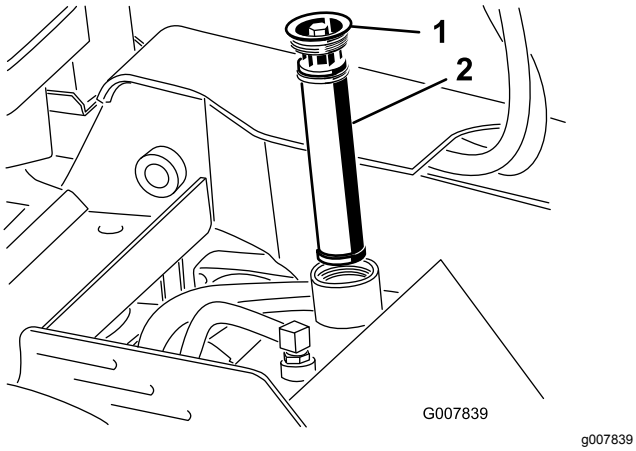

**Figuur 58**
5. Verwijder het oude filter en gooi het weg (Figuur 58).
6. Monteer het vervangfilter en de vuldop (Figuur 58) en draai de bout bovenaan vast tot 13 à 15,5 N·m.
6. Verwijder de vuldop en het filter van de hydraulische tank (Figuur 58).
12. Monteer het hydraulische filter en de vuldop (Figuur 58) en draai de bout bovenaan vast tot 13 à 15,5 N·m.